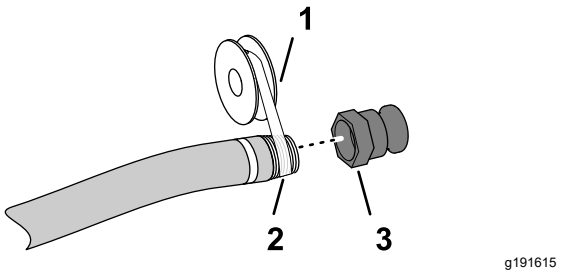

Figura 4
5. Aplique sellador de roscas PTFE (Figura 4) a las roscas del conector de la manguera de llenado (1" NPT).
6. Enrosque el acoplamiento rápido en la manguera de llenado y apriételo a mano (Figura 4).